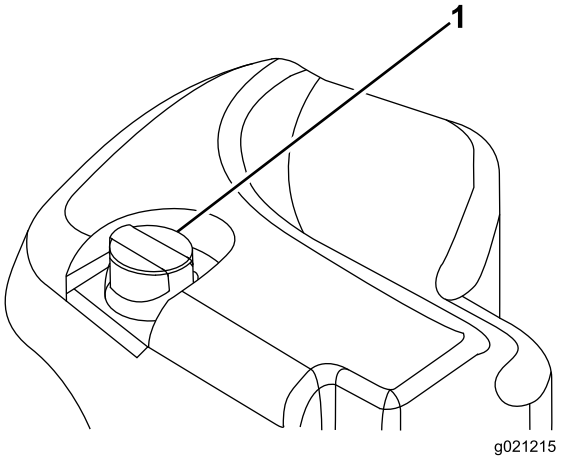

Figuur 31
- Mobil EAL Envirosyn H 46 (VS)
2. Reinig de omgeving van de vulbuis en de dop van de hydraulische tank (Figuur 31).